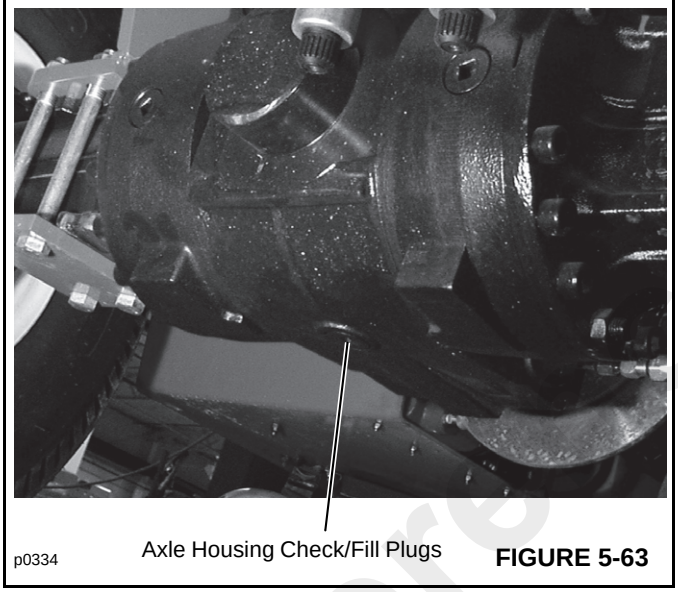

FIGURE 5-63
1. Place a container under the differential drain plug (Figure 5-63). Loosen the axle housing breather. Remove the drain plug and drain the fluid into the container. Install the drain plug.